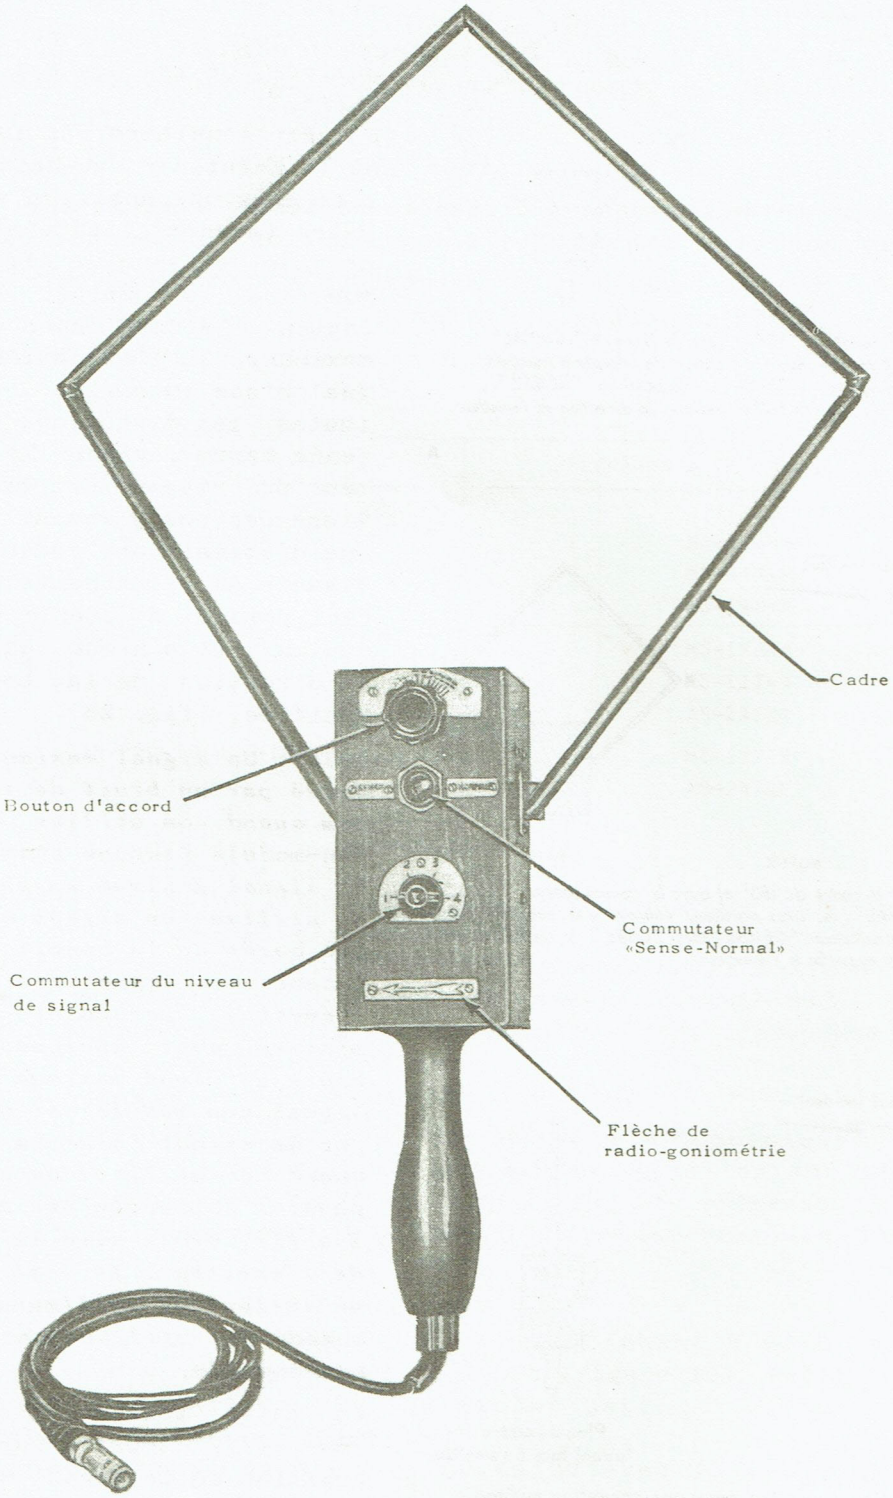

Fig. 24 - Antenne de radio-goniométrie AT-339/PRC ou AT-340/PRC.
b) Régler le commutateur "SENSE-NORMAL"de l'antenne de radio-goniométrie sur "NORMAL" (figures 24 et 26). Régler le commutateur du niveau de signal sur la position 1.